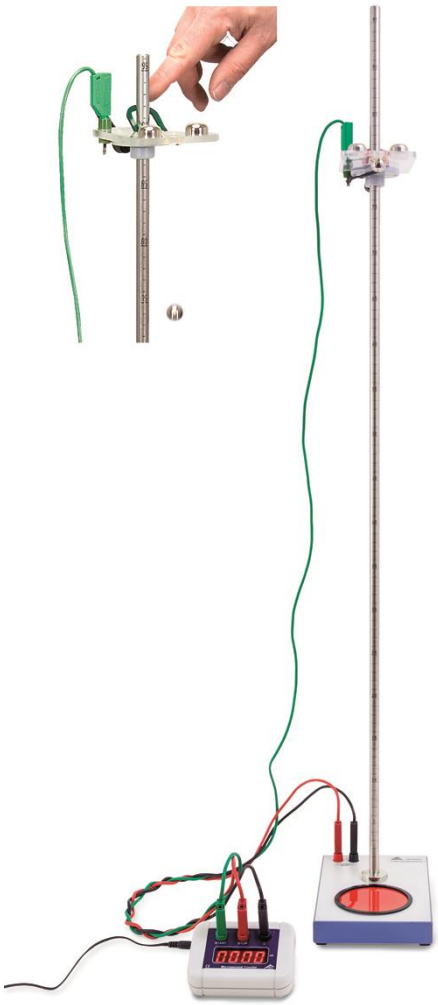

Fig. 1: Experimentelle Anordnung zur Messung der Fallzeit *t* einer Kugel in Abhängigkeit vom Abstand *h* zwischen Auslösevorrichtung und Auffangteller.
- Freier-Fall-Gerät der Fig. 1 entsprechend an den Millisekundenzähler anschließen.